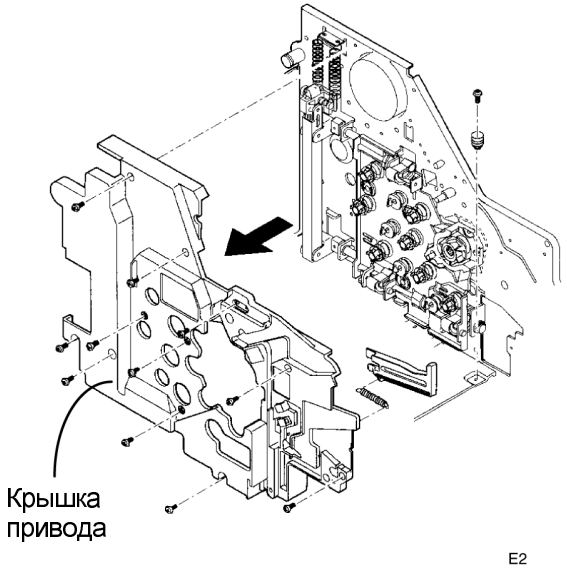

Рисунок 1. Снятие крышки привода
3. (Рисунок 1): Снимите крышку привода.